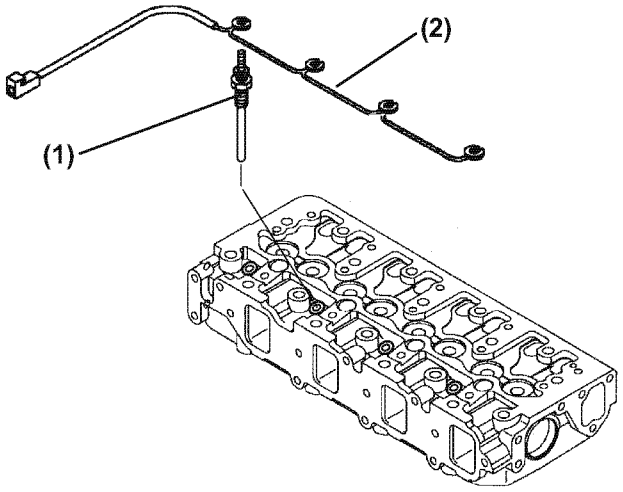

Figure 6-38
6. Install each glow plug **(Figure 6-38, (1))**, and tighten it with the specified torque. Install each electrical harness **(Figure 6-38, (1))**, and tighten it with the specified torque.